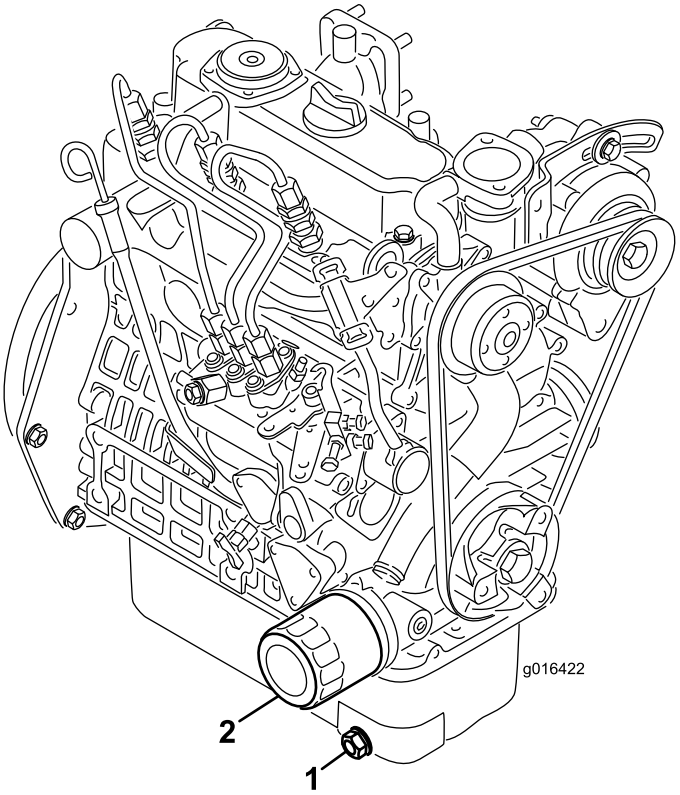

Figur 38
1. Ta bort avtappningspluggen (Figur 38) och låt oljan rinna ned i ett avtappningskärl. Sätt tillbaka avtappningspluggen när oljan har slutat rinna.